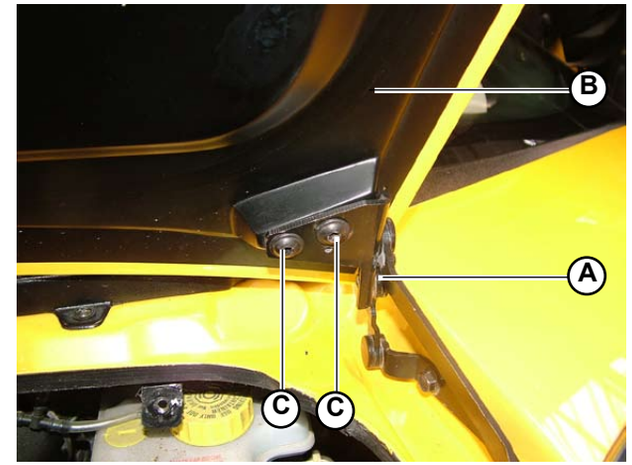

Fig.6
1. Detach the 2 hinges (**A-Fig.6**) from the front bonnet (**B-Fig.6**) by unscrewing the 2 fixing screws (**C-Fig.6**).